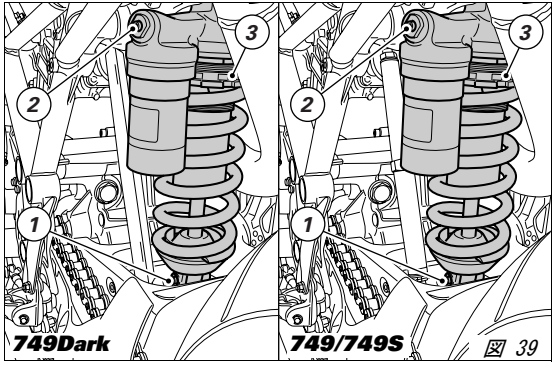

図 39
***749/749Dark/749S 用リアショックアブゾーバーアジャスター***（図 39）